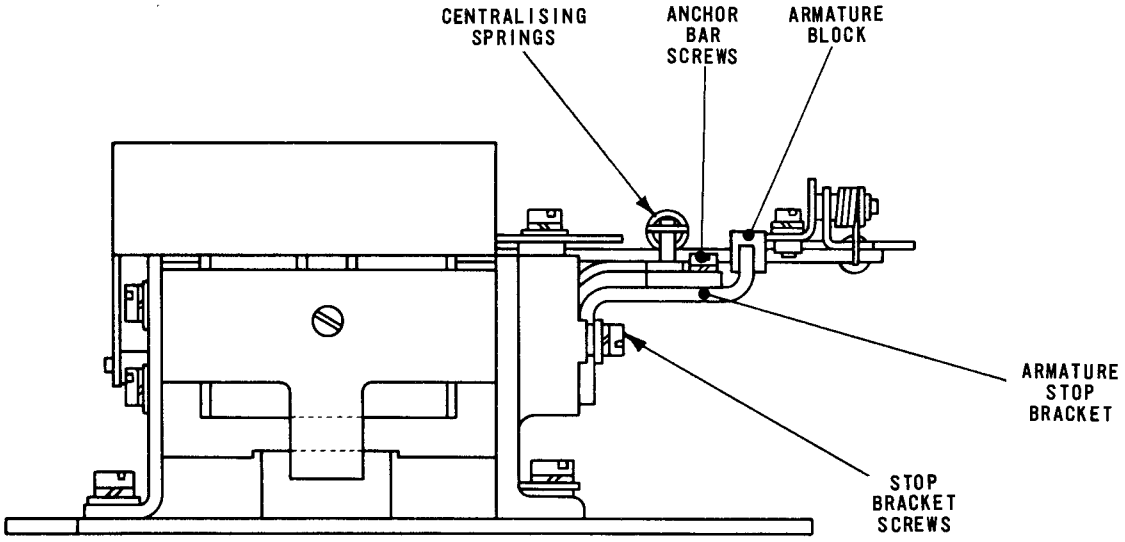

Fig. 4.1 ELECTROMAGNET
1.1 Disconnect the centralising springs, Fig.4.1, from the armature. Apply a tension gauge to the armature block and check that the force necessary to move the armature from side to side is between 6 and 8 ounces (170-227 grammes), and that the forces in the two directions do not differ by more than 1 ounce (28 grammes). If no adjustment is required, connect the centralising springs.
2.1 Apply a tension gauge to the end of the armature, Fig.4.1, and check that a force of 1½-3 ounces (43-85 grammes) is now sufficient to move the armature from side to side, and that the forces in the two directions do not differ by more than ½ ounce (14 grammes).